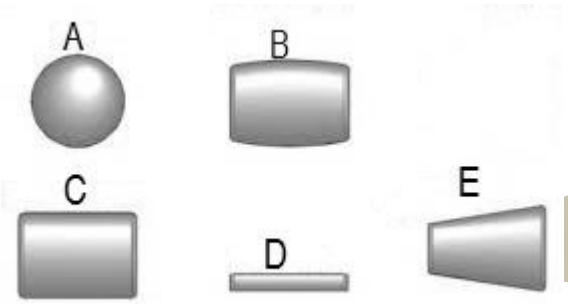

FIGUUR 2
3.1 Verwys na die rolelemente van die laers in FIGUUR 2 hier onder.